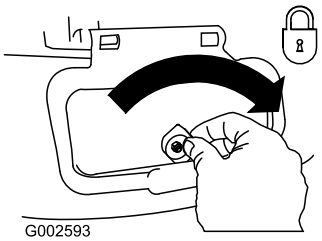

Figur 36
**Vigtigt: Lås sideudblæsningspladen, når du har lukket den (Figur 36).**